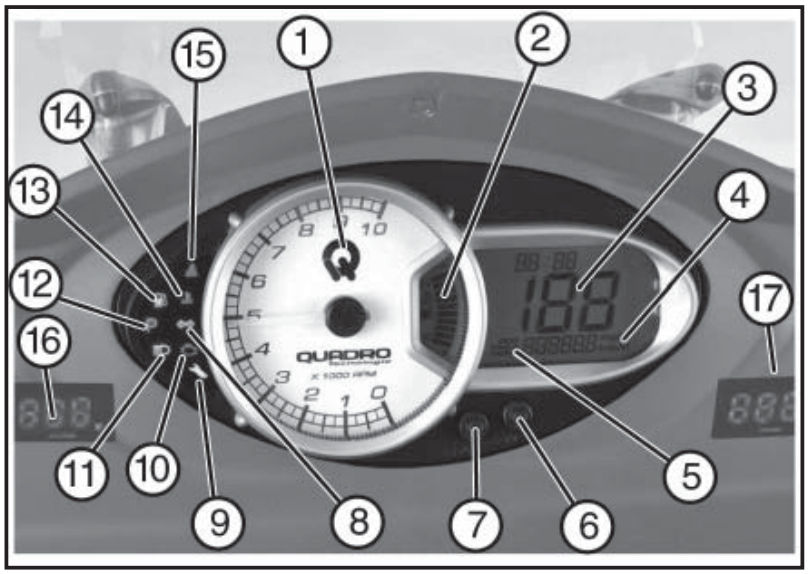

Fig. 02 QSI0016
4.7 LEYENDA GRUPO INSTRUMENTOS (Fig. 02)